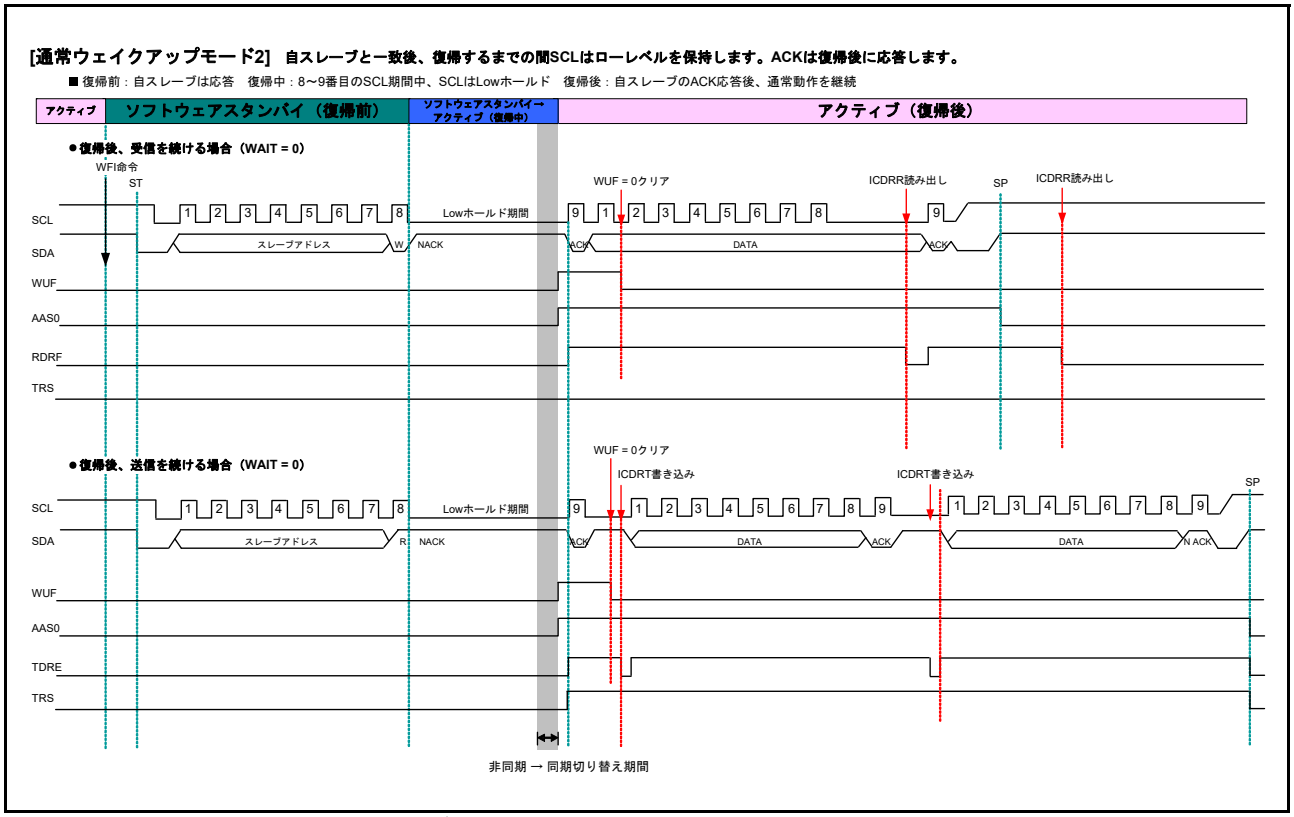

図 36.34 ノーマルウェイクアップモード 2 のタイミング
1. スレーブアドレスの一致によってトリガされたウェイクアップ割り込みにより、以下のように通常動作への遷移が行われます。図 36.34 に詳細なタイミングを、図 36.33 に操作例を示します。